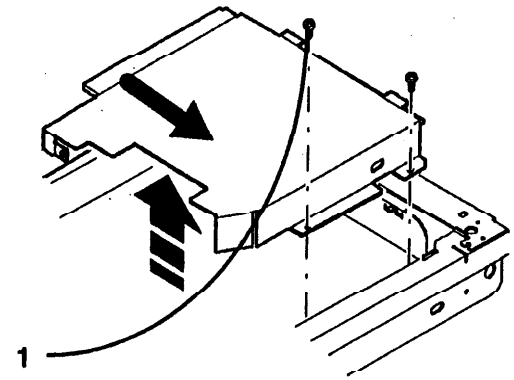

Рис. 1. Снятие крышки объектива
1. (Рис. 1): Снимите крышку объектива.